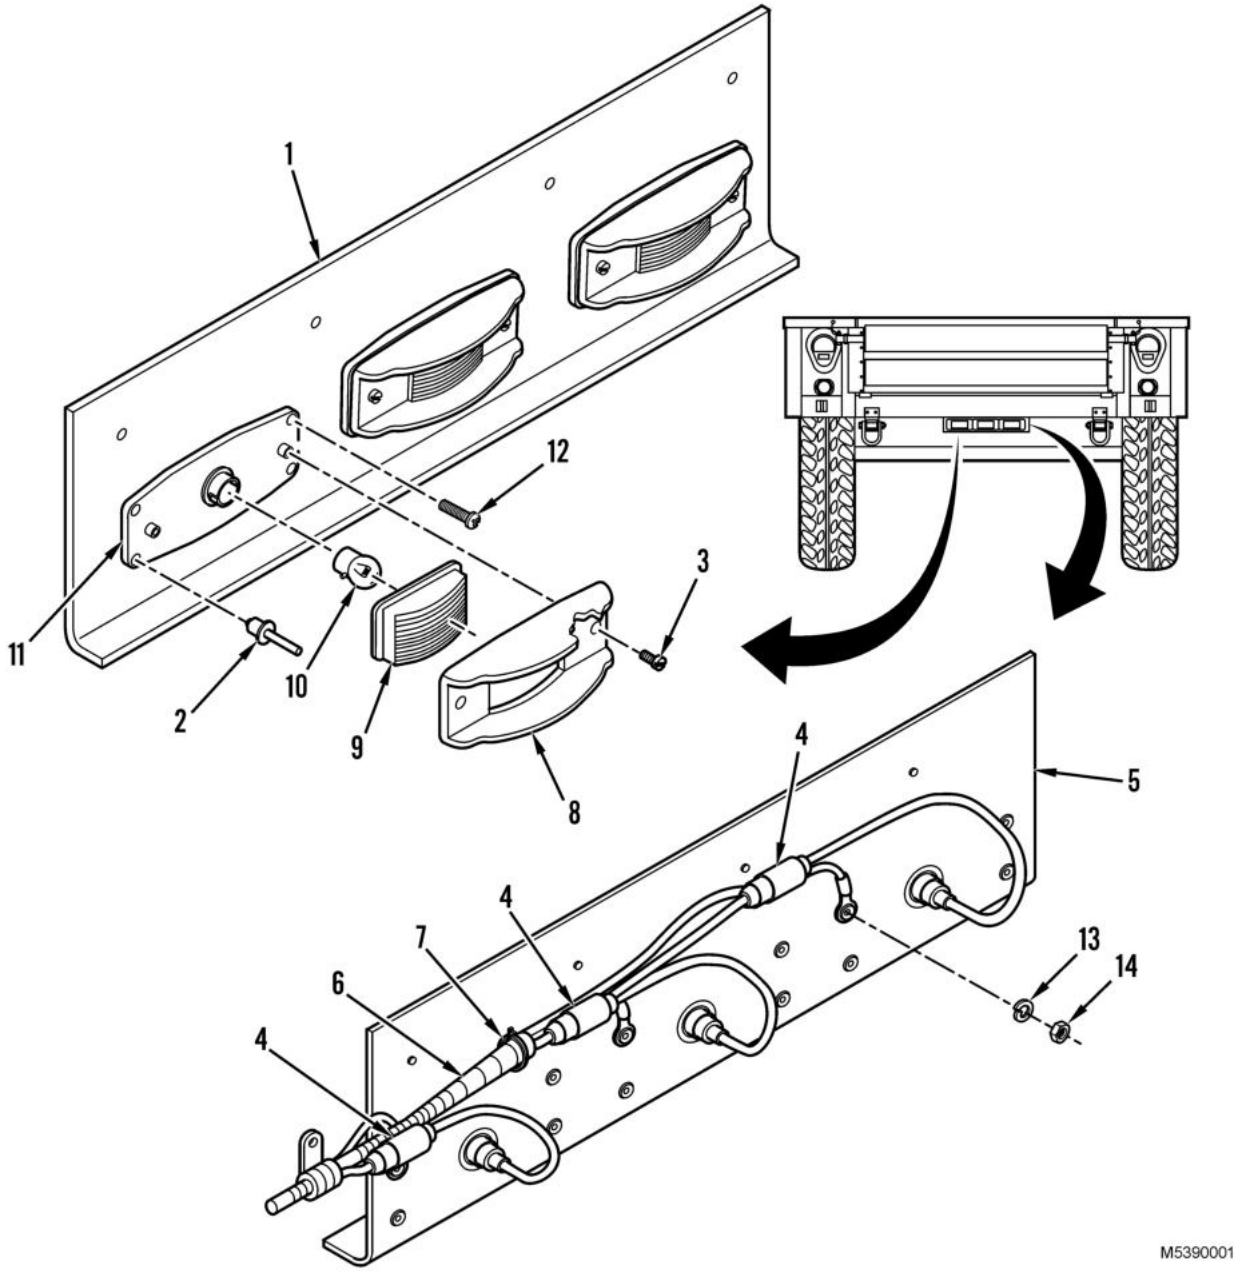

Figure 1. Marker Light Assembly View From Back Side and Rear of Vehicle.
2. Remove lamp (Figure 1, Item 10) from socket (Figure 1, Item 11) by pushing in and turning counterclockwise.
3. Install lamp (Figure 1, Item 10) in socket (Figure 1, Item 11) by pushing in and turning clockwise.
4. Install lens (Figure 1, Item 9) and retainer (Figure 1, Item 8) to light body (Figure 1, Item 11), and secure with two screws (Figure 1, Item 3).
1. Remove two screws (Figure 1, Item 3) securing lens (Figure 1, Item 9) and retainer (Figure 1, Item 8) to light body (Figure 1, Item 11). Remove lens and retainer.
2. Remove nut (Figure 1, Item 14), lockwasher (Figure 1, Item 13), and screw (Figure 1, Item 12). Discard lockwasher.
3. Remove three rivets (Figure 1, Item 2) securing light body (Figure 1, Item 11) to cargo body bracket (Figure 1, Item 1). Discard rivets.
4. Cut electrical tiedown straps (Figure 1, Item 7), and disconnect rear marker light connector (Figure 1, Item 4) from main wiring harness (Figure 1, Item 6).
5. Remove rear marker light body (Figure 1, Item 11) from cargo body bracket (Figure 1, Item 1).
1. Install three new rivets (Figure 1, Item 2) securing marker light body (Figure 1, Item 11) to cargo body bracket (Figure 1, Item 1).
2. Install screw (Figure 1, Item 12), new lockwasher (Figure 1, Item 13), and nut (Figure 1, Item 14).
3. Connect rear marker light connector (Figure 1, Item 4) to main wiring harness (Figure 1, Item 6), and install electrical tiedown straps (Figure 1, Item 7).
4. Install two screws (Figure 1, Item 3) securing lens (Figure 1, Item 9) and retainer (Figure 1, Item 8) to marker light body (Figure 1, Item 11).